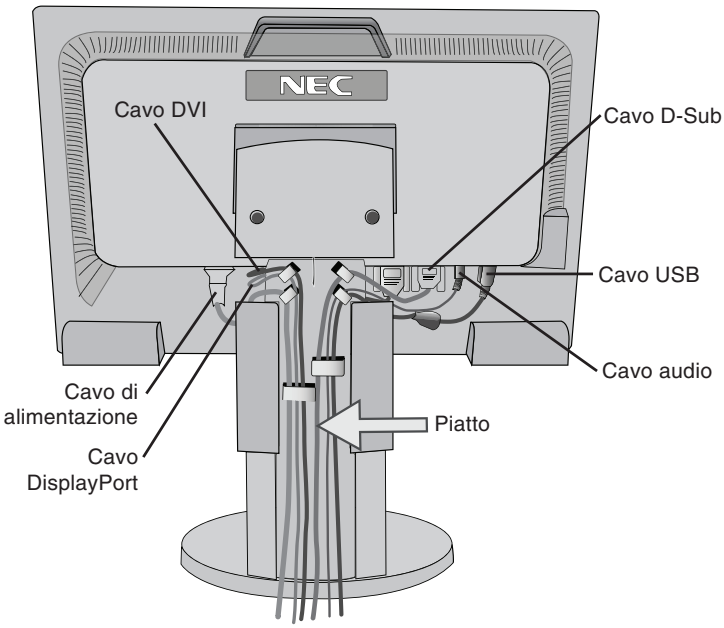
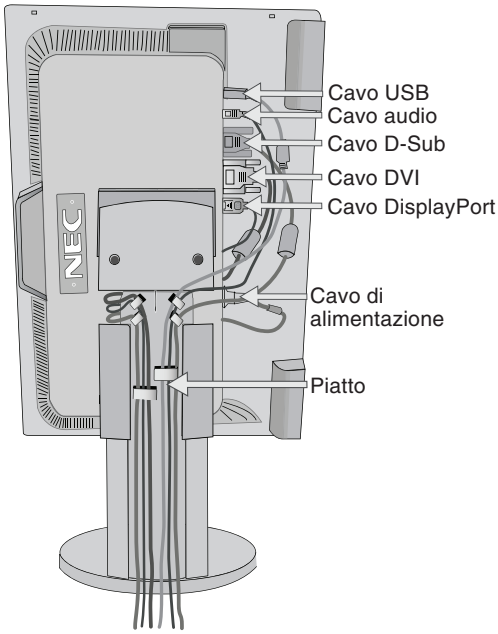

Figura C.2
Figura C.3
Inserire il cavo di alimentazione e il cavo DVI nei ganci specifici indicati nella **Figura C.2**/**Figura C.3**.
Inserire il cavo D-Sub e il cavo USB nei ganci specifici indicati nella **Figura C.2**/**Figura C.3**.
6. Assicurarsi che tutti i cavi siano piatti contro il supporto (**Figura C.2**/**Figura C.3**).